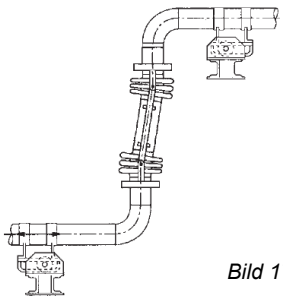

Bild 17
- Beim Einbau Lateralkompensatoren (Bild 17), die Dehnungen seitlich nur in einer Ebene aufnehmen können, auf Übereinstimmung zwischen Richtung der Rohrdehnung und Bewegungsmöglichkeit der Kompensatoren (senkrecht zur Bolzenachse) achten. Die nominale laterale Dehnungsaufnahme ist den Techn. Datenblättern zu entnehmen. Lateralkompensatoren stellen keine besonderen Ansprüche an die Führungslager. Bei kurzschenkligen Maschinenhausleitungen erübrigen sich Führungslager.